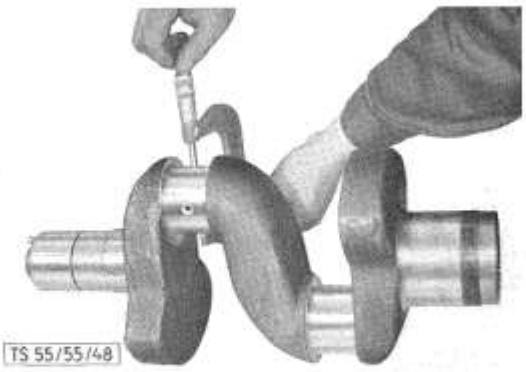

Bild 48: **Messen der Kurbelzapfen**
1. Pleuelzapfen und Kurbelwellenstummel zur vorderen Büchse mittels Mikrometers auf Maßhaltigkeit, Ovalität und Konizität prüfen (Bild 48). (Ovalität und Konizität darf 0,01 m nicht übersteigen!)